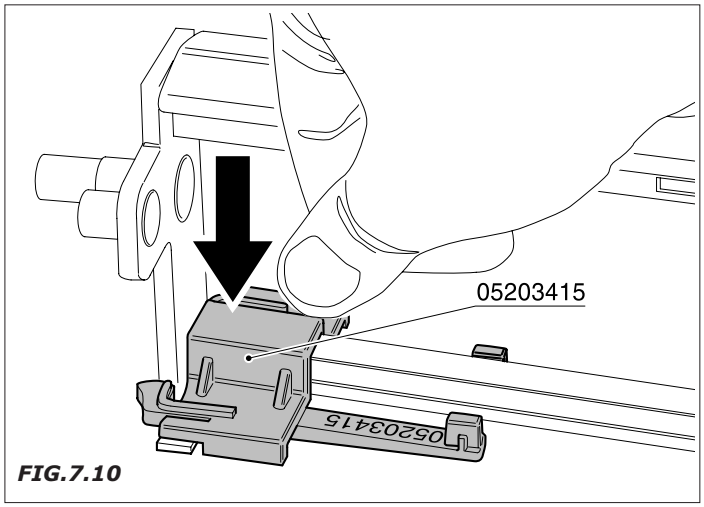

FIG.7.10
- empujen con fuerza hacia abajo hasta el encastre completo *(Fig.7.10)*.